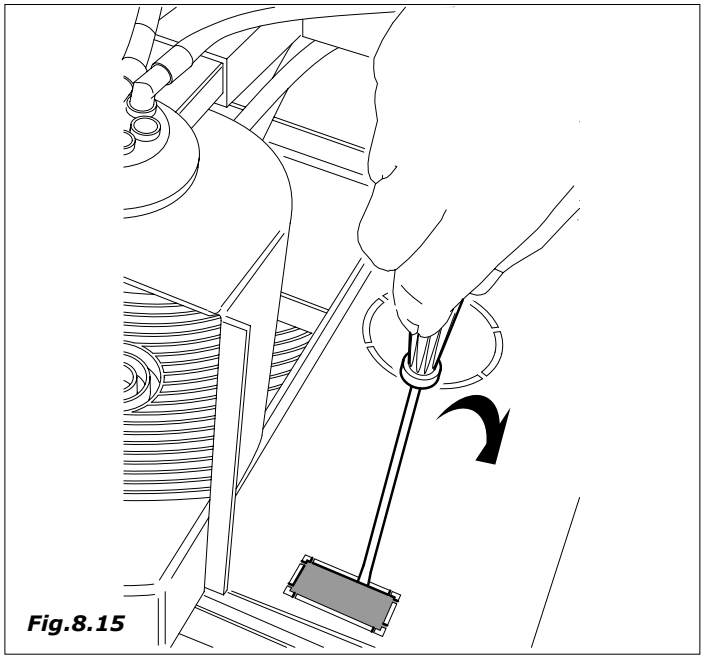

Fig.8.15
- Perfurar a parte retangular do fundo do distribuidor (*Fig. 8.15*).